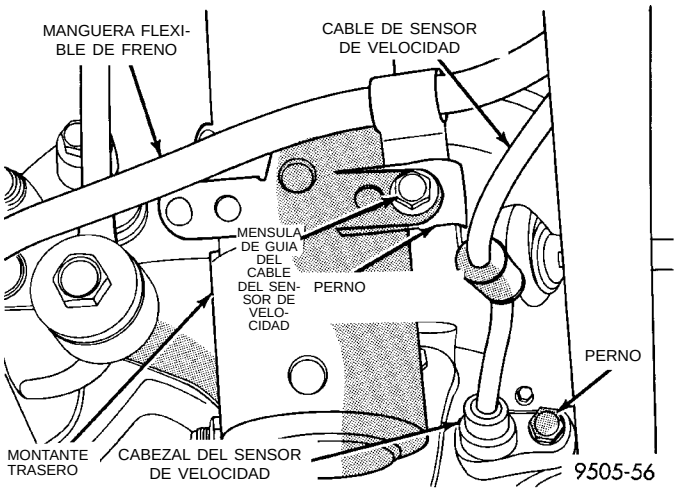

Fig. 13 Fijación del cabezal del sensor de velocidad al soporte de freno
(4) Si el vehículo tiene instalados frenos de disco traseros, retire el rotor de la maza. Si el vehículo tiene instalados frenos de tambor traseros, retire el tambor de freno de la maza.
(5) Si el vehículo tiene instalados frenos antibloqueo, retire el cabezal del adaptador del freno de disco (Fig. 13).
(8) Si el vehículo tiene instalado frenos antibloqueo, instale el cabezal del sensor de velocidad en la placa de apoyo de freno trasero o el adaptador del freno de disco o (Fig. 13). Apriete el perno de instalación del cabezal del sensor de velocidad con una torsión de 7 N·m (60 lbs. pulg.).